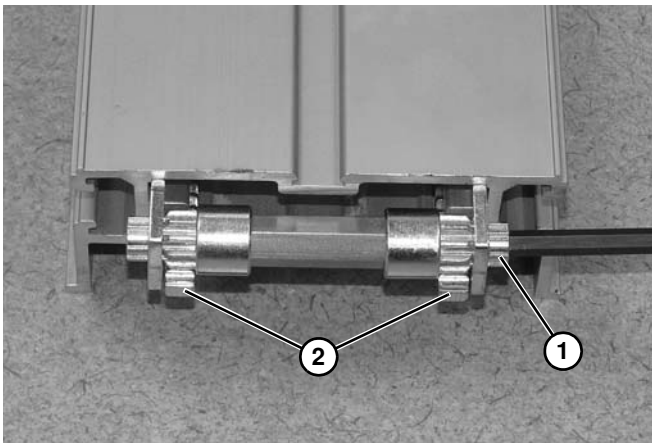

Figure 97
10. Tourner le pignon **(Figure 97, élément 1)** à l'aide d'une clé hexagonale jusqu'à ce que l'ensemble pignon crémaillère **(Figure 97, élément 2)** soit entièrement inséré.